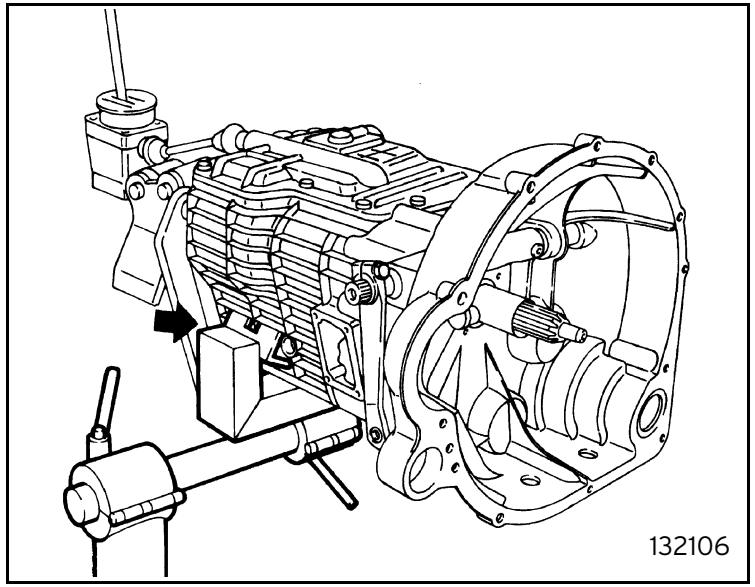

Fig. 6
- separate the gearbox from the engine and set the assembly on a stand (figure 6) with suitable clamping brackets;